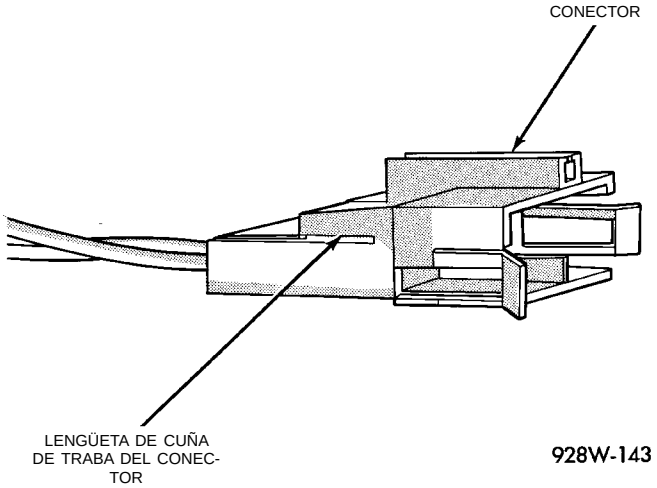

Fig. 20 Lengüeta de cuña de traba del conector (Característica)
(1) Desconecte la batería.
(2) Desconecte el conector que debe repararse de su mitad complementaria. Retire la cuña de traba del conector, si fuese necesario (Fig. 20).
(3) Retire la cuña de traba del conector, si fuese necesario (Fig. 20).